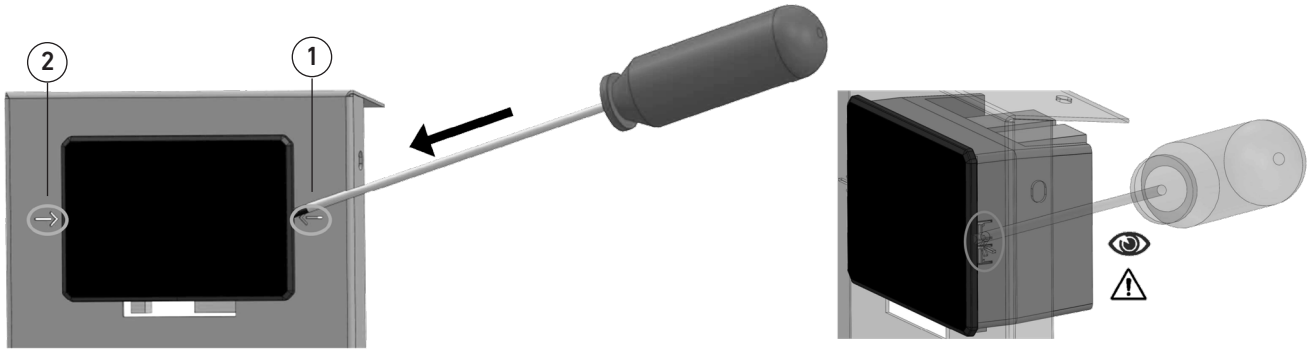

fig. 19
- Insérer la pointe d'un tournevis plat entre la tôle de support et le cadre de la centrale aux endroits indiqués par les flèches sur les côtés de la centrale (Fig. 19, détail 1-2) ;